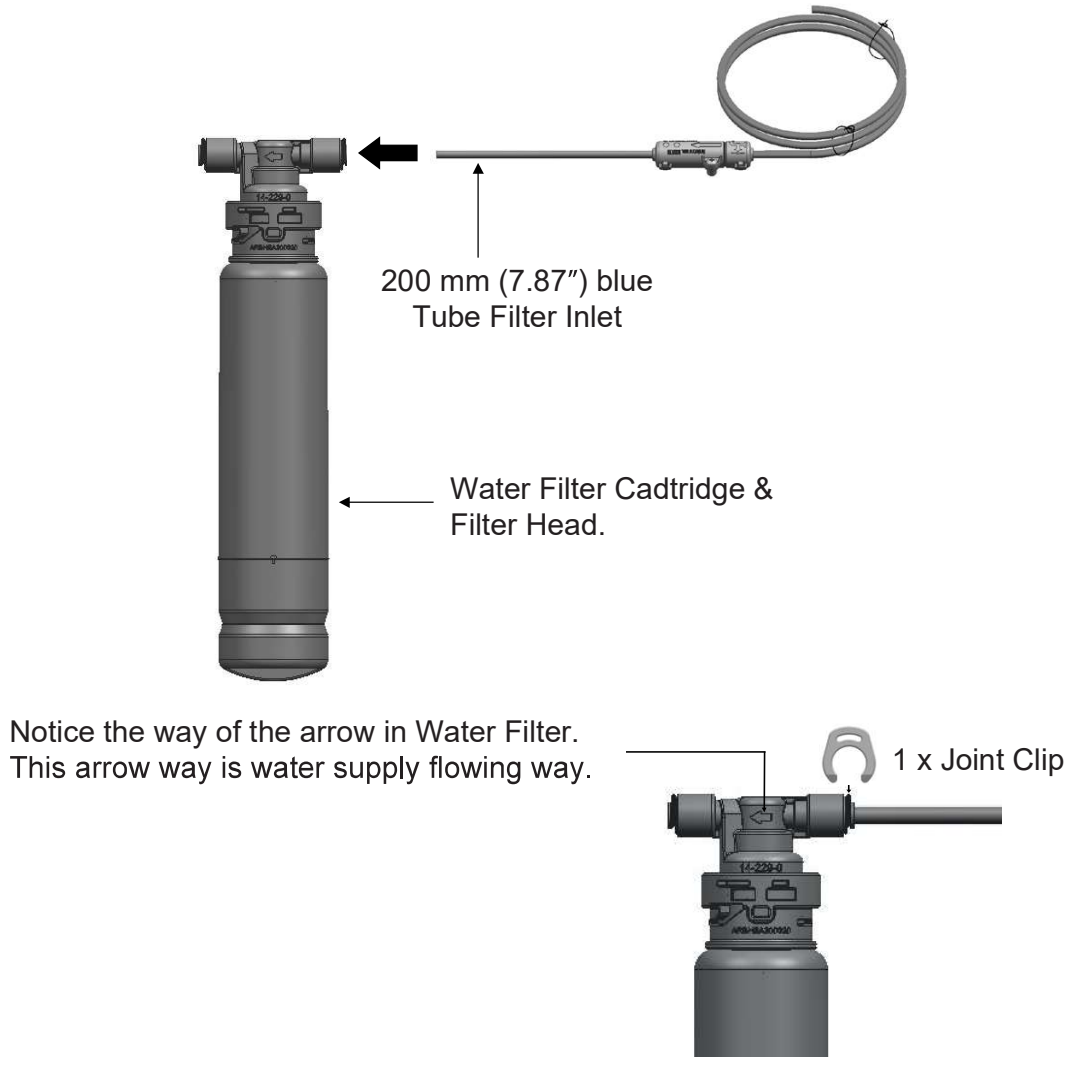

**Figure 1**: Connect 200 mm (7.87″) Tube Filter Inlet of Dual Check Valve Assembly Block with Water Filter Cartridge & Filter Head
**Step 3**: Connect 200 mm (7.87″) Tube Filter Inlet (blue tube ¼″) of ② Dual Check Valve Assembly Block with ③ Water Filter Cartridge & Filter Head as instructed in Figure 1.